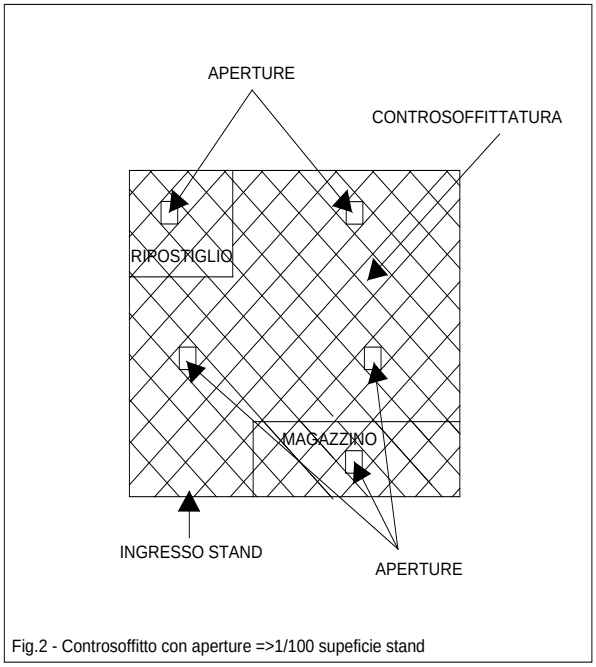

Fig.2 - Controsoffitto con aperture =>1/100 supeficie stand
2. False ceilings in wood, metal and similar by creating specific openings for the evacuation of fumes for a total of 1/100 of the surface of the space concerned. These openings may be between 0.25 and 0.30 m² and may be evenly distributed over the entire stand area or the part of the stand with false ceiling (see fig. 2).